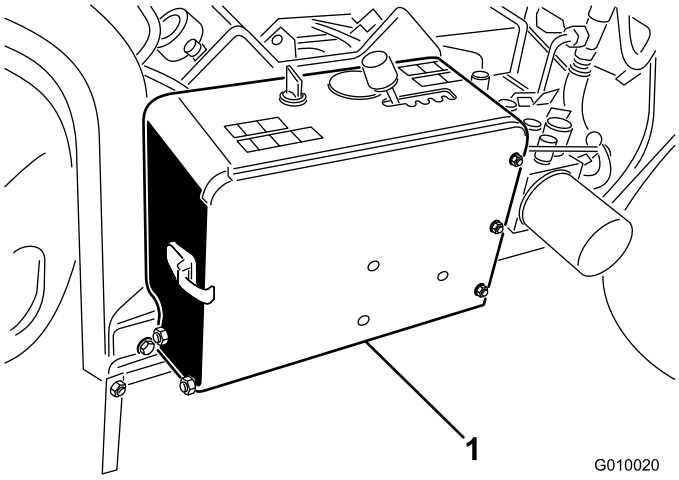

**Figur 5**
2. Fjern batteriet fra batterirummet (Figur 5).